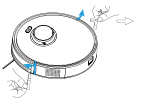

Рис. 1
1. Удалите вспененные ограничители с каждой стороны (рис. 1).